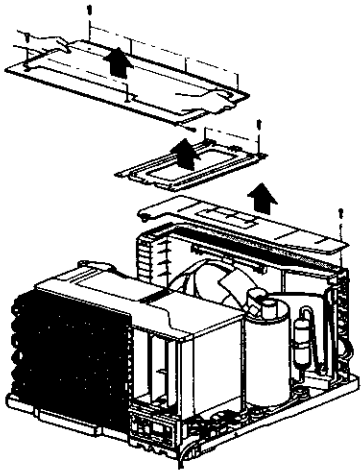

Figure 60
4. Remove the covers and the brace. (See Figure 60)